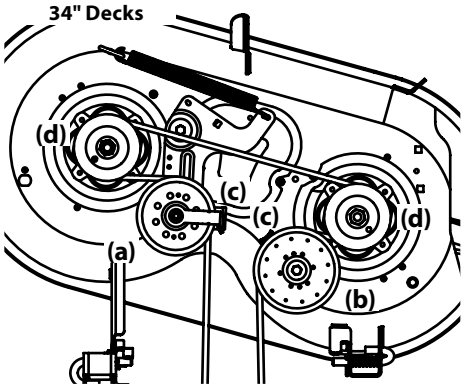
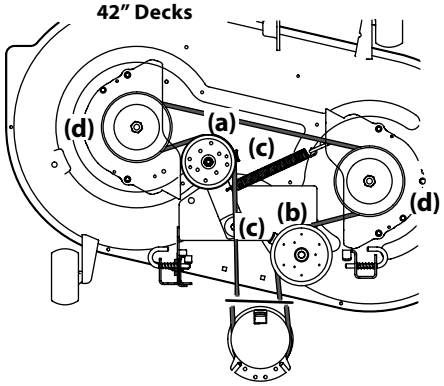
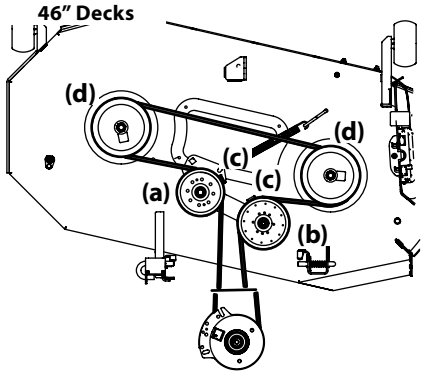
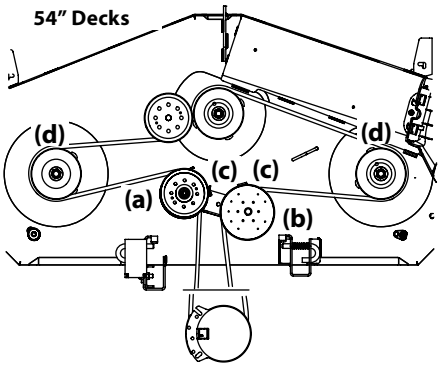

Figure 4-18
Figure 4-19
Figure 4-20
Figure 4-21
2. Loosen, but do not remove the hardware on the right (a) and left idler pulley (b). Refer to Figure 4-18 for 34" decks, Figure 4-19 for 42" decks, Figure 4-20 for 46" decks and Figure 4-21 for 54" decks.